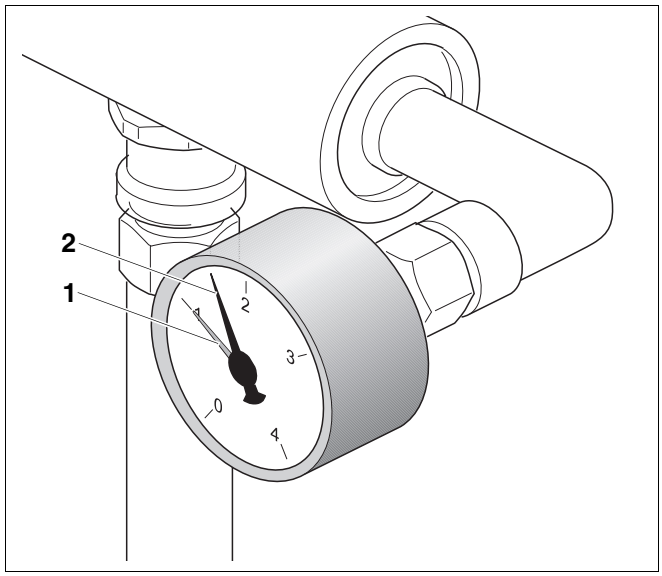

Rys. 26 Manometr
- Ustawić czerwony wskaźnik (rys. 26, **poz. 1**) manometru instalacji grzewczej na wymagane ciśnienie minimalne 1 bar.